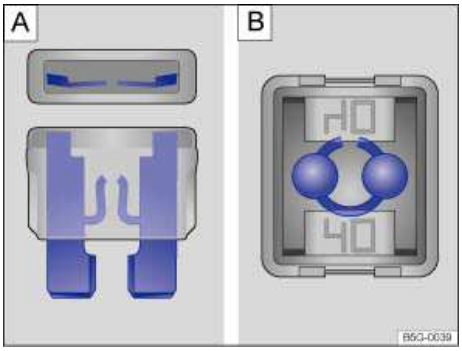

Fig. 172 Blown fuse: A: Blade fuse. B: Cartridge fuse.
- A blown *blade fuse (ATO, MINI)* has metal strips that have burned through, which you can see through the transparent housing from above and from the side ⇒ fig. 172 **A**.